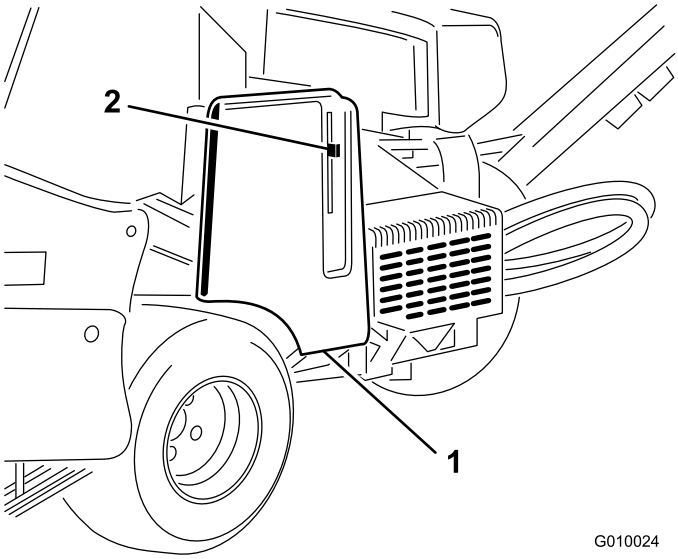
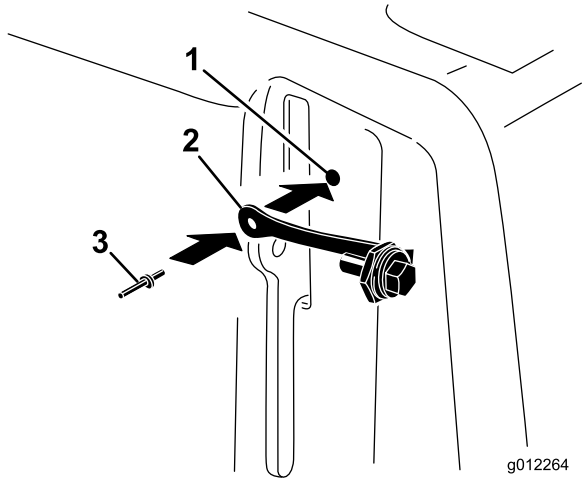

**Figur 9**
**Figur 10**
1. Finn hullet i remdekselet ved siden av låsespaken (Figur 9 og Figur 10).
2. Bruk hullet i remdekselet og monter snorenheten med en popnagle (Figur 10).